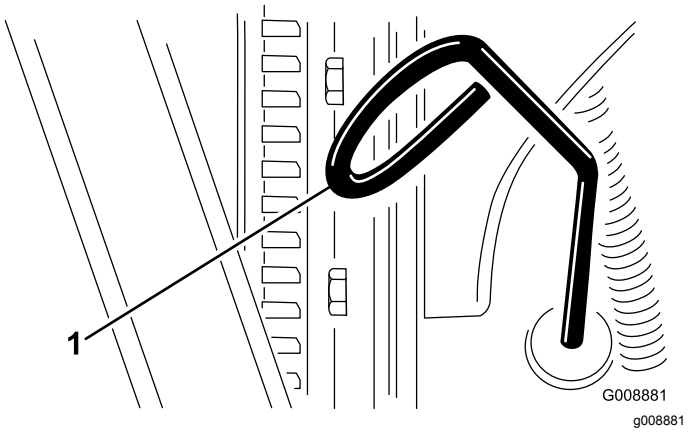

**Figuur 43**
3. Verwijder de peilstok en veeg deze schoon. Plaats daarna de peilstok weer terug (Figuur 43).